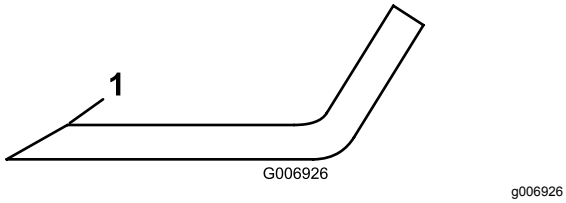

Figur 85
3. Kontrollera samtliga knivars skäreggar. Slipa knivseggarna om de är slöa eller hackiga. Slipa endast skäreggens översta del och behåll den ursprungliga skärvinkeln för bästa skärpa (Figur 85). Kniven förblir balanserad om lika mycket metall avlägsnas från båda eggarna.